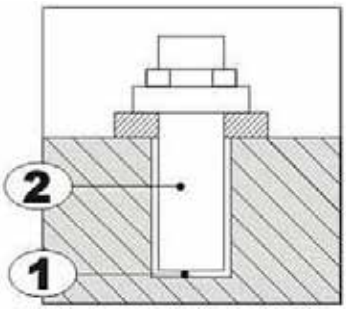

Fig. 13 Ancrage au sol
4. Fixez la machine au moyen de tirants d'ancrage (Fig. 13).